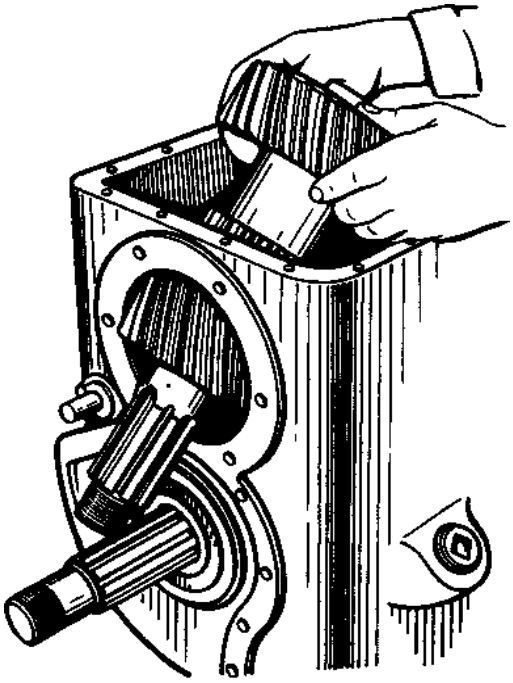

Рис. 12. Извлечение первичного вала
8. Подвинуть первичный вал с шестернями в сборе вперед, а затем вынуть его вместе с внутренней обоймой заднего подшипника через верхний люк картера (рис. 12).